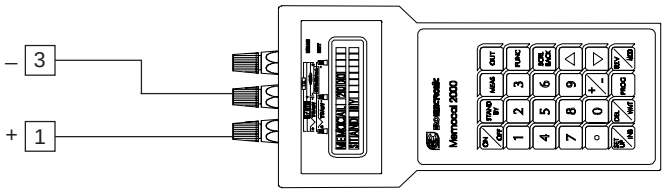

Fig.7
3) Connect the calibrator as shown in Fig. 7.
2) Connect the instrument under test to the calibrator as shown in Fig. 7.